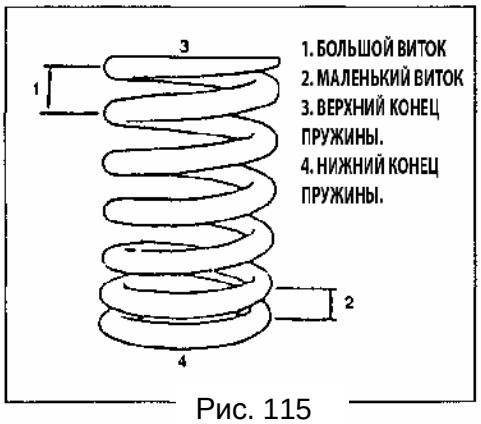

Рис. 115
7) Установите пружину клапана и тарелку клапана. Каждая пружина имеет верхний конец (большой виток) и нижний конец (маленький виток). При установке пружины, убедитесь в том, что верхний конец пружины направлен вверх к верхней тарелке пружины (Рис. 115).